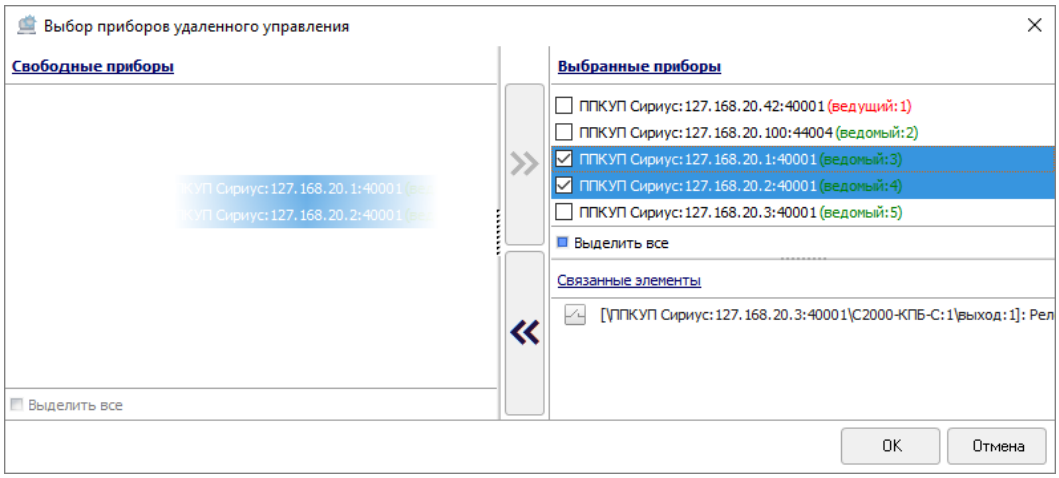

Рисунок 6-271 Выбор ППКУП "Сириус" для отмены межпанельной связи перетаскиванием
- выделите один или несколько ППКУП «Сириус» в области «Выбранные приборы» (для выделения сразу нескольких ППКУП «Сириус» нажмите на клавиатуре и удерживайте клавишу <Shift> для выбора диапазона или клавишу <Ctrl> для комбинированного выбора) и перетащите выделенные ППКУП «Сириус» в область «Свободные приборы» (см. Рисунок 6-271).